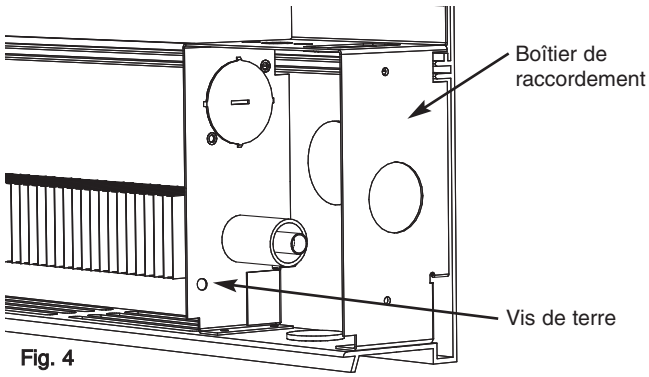

Fig. 4
9. Réalisez les raccordements électriques en suivant le schéma de câblage fixé au radiateur. Reliez le radiateur à la terre en utilisant la vis de terre fournie. Voir la Figure 4.